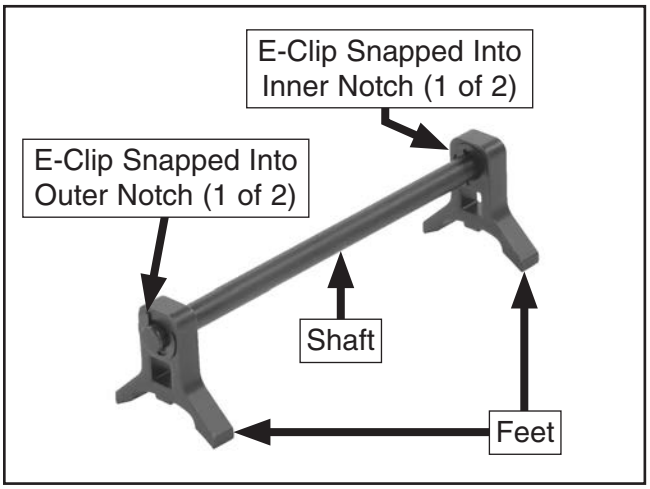

Figure 16. Example of assembled knife-setting jig components.
8. **G1033 & G1033Z:** Assemble knife-setting jig (see **Figure 16**).
a. Snap (2) 9mm E-clips into inner notches on knife-setting jig shaft.
b. Slide (2) knife-setting jig feet onto ends of shaft.
c. Snap (2) 9mm E-clips into outer notches on ends of shaft to secure feet.